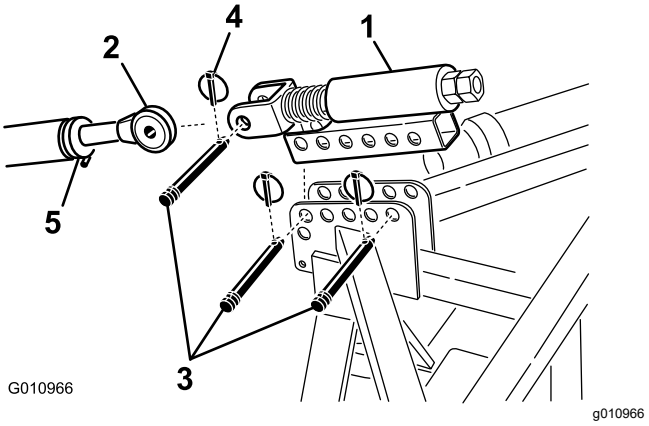

Bild 9
1. Befestigen Sie den hydraulischen Oberlenker mit den zwei Steckstiften und Klappsteckern an der Aerifiziererhalterung (Bild 9)
2. Lösen Sie die Sicherungsmutter am Oberlenker der Zugmaschine. Stellen Sie die Länge des Oberlenkers ein, bis er mit der Lastöse am gefederten Oberlenker des Aerifizierers ausgefluchtet ist (Bild 9).
3. Befestigen Sie den Oberlenker der Zugmaschine an der Lastöse am gefederten Oberlenker und befestigen Sie ihn mit einem Steckstift und einem Klappstecker (Bild 9).
6. Drehen Sie den Oberlenker, bis die Feder um ca. 13 mm komprimiert wird (Bild 9).